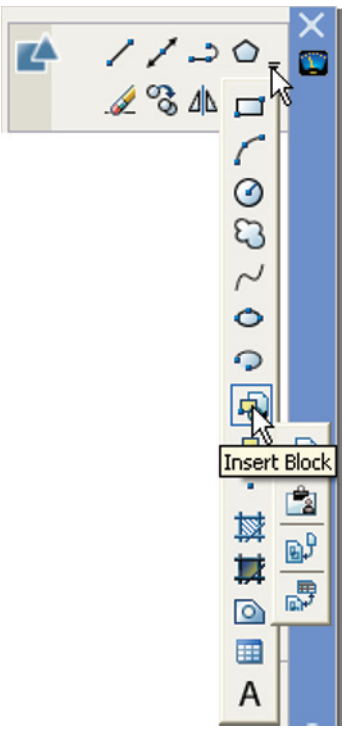
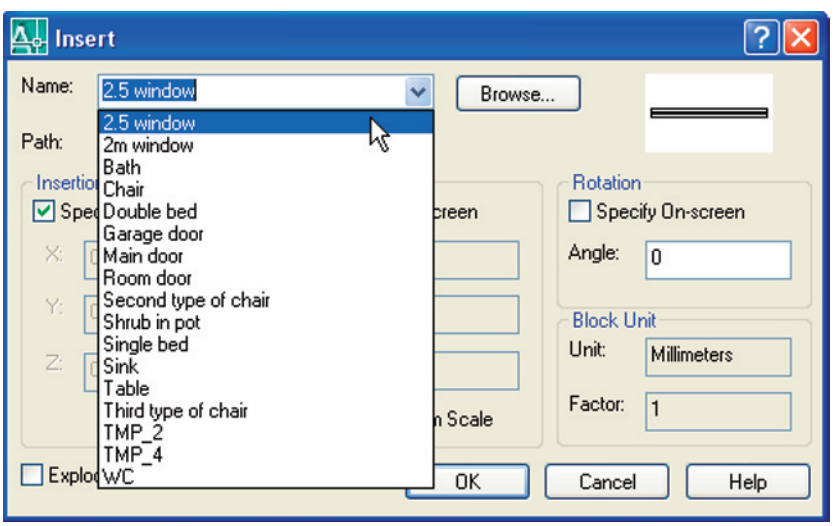

Fig. 9.6 The **Insert Block** tool icon in the **2D Draw** control panel
Fig. 9.7 The **Insert** dialog with its **Name** popup list displaying the names of all blocks in the drawing
1. *Left-click* the **Insert Block** tool icon in the **2D Draw** control panel (Fig. 9.6) or the **Insert Block** tool in the **Draw** toolbar. The **Insert** dialog appears on screen (Fig. 9.7). From the **Name** popup list select the name of the block which is to be inserted, in this example the **2.5 window**.